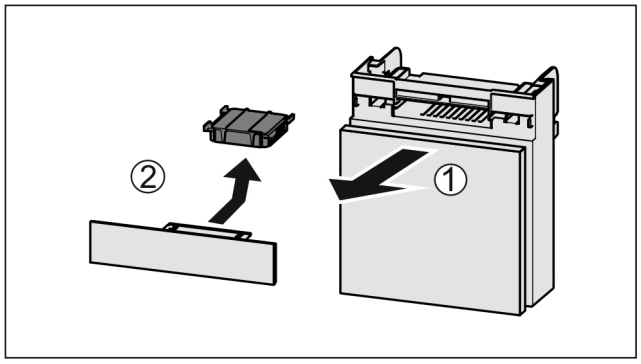

Fig. 90
▶ Fach nach vorne herausziehen *Fig. 90 (1)*.
▶ Aktivkohlefilter entnehmen *Fig. 90 (2)*.